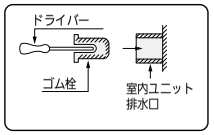

図25
- 左側のゴム栓を取りはずし、右側に付けてください。ドライバーなどで室内ユニット排水口の中に押し込むと簡単に取り付けられます。栓は、室内ユニット排水口にいっぱいまで押し込んでください。（図25）